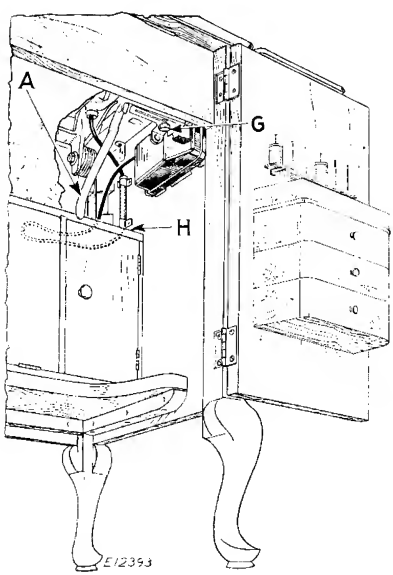

Fig. 6. Bakelite Controller Arranged for Knee Control in Cabinet 48
Place the slack controller lead to the rear on the shelf of the cabinet, as shown at (H) in Fig. 6, no hook being required to hold the slack lead.